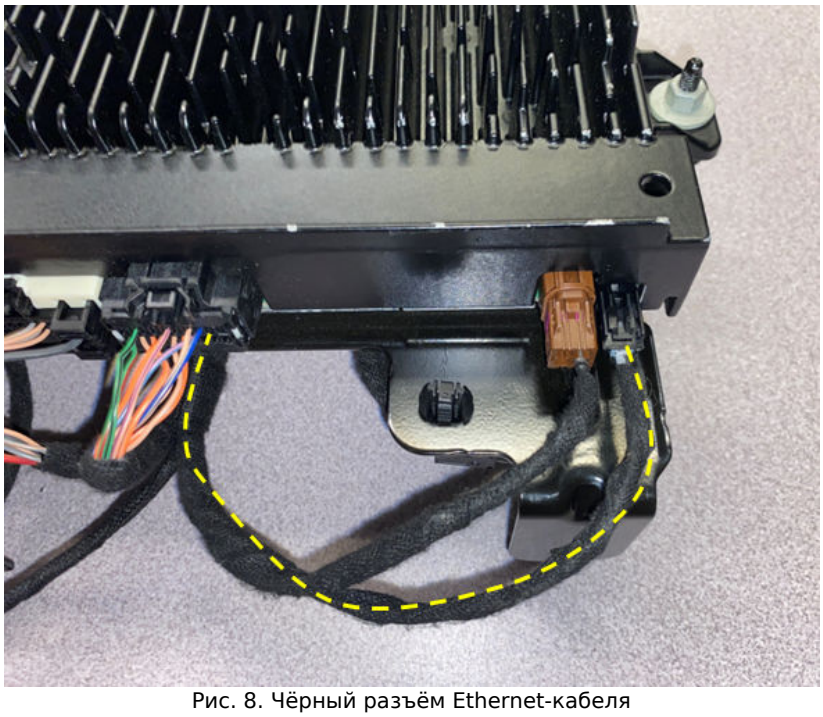

Рис. 8. Чёрный разъём Ethernet-кабеля
17. Подключить чёрный разъём к CADM1 (MID), рис. 8.